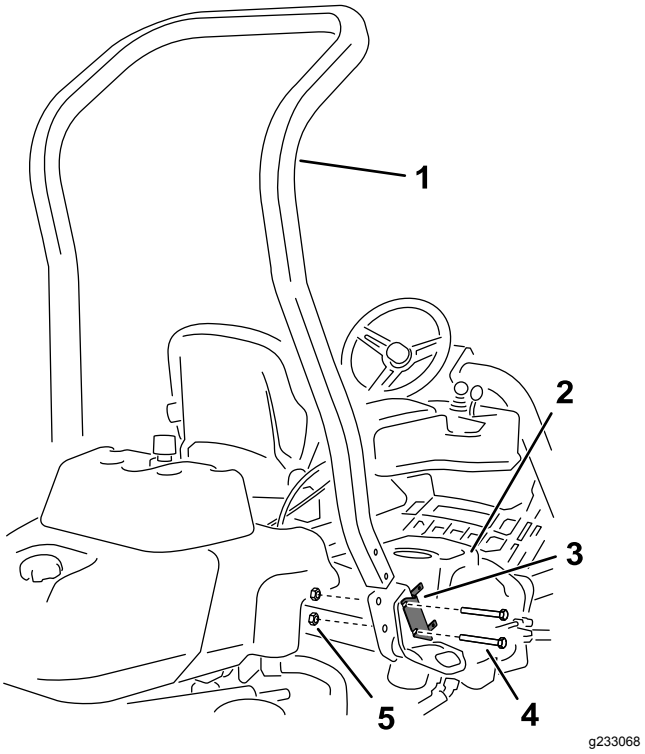

**Figuur 3**
4. Verwijder de 2 bouten waarmee de beugel van de zekeringhouder is bevestigd aan het vak van de rolbeugel; zie Figuur 3.